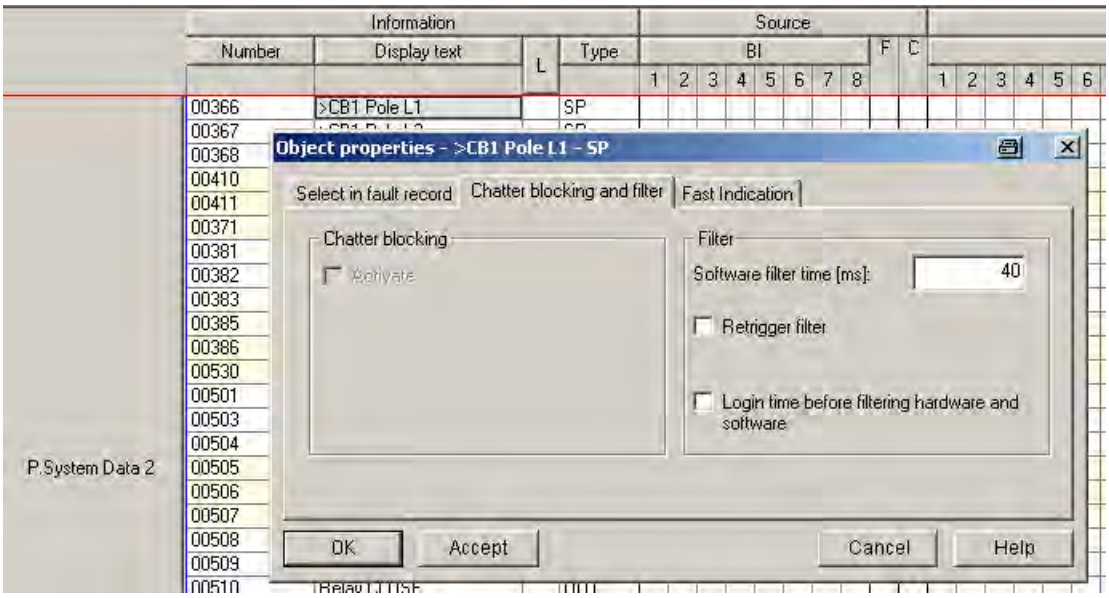

Figure 2-121 Setting of the software filter time
- In order to prevent that a very quick response (1-pole) of a protection leads to an undesired 3-pole coupling of a second protection, a „software filter time“ for the binary inputs of the auxiliary contacts is to be set (refer to Figure 2-121).